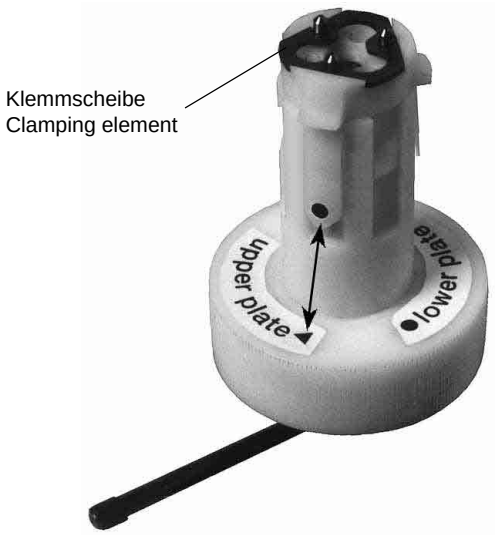

Fig. 13
- Abziehvorrichtung auf die Stellung "△ upper plate" (obere Klemmung) umstecken (Fig. 13).
- Die Klemmscheibe auf die Stifte der Abziehvorrichtung legen (Fig. 13) und den Griff um 90° in Pfeilrichtung "OPEN" drehen.
- Change the position of the extractor to "△ upper plate" (upper clamping element, Fig. 13).
- Place the clamping element onto the pins of the extractor (Fig. 13) and turn the lever by 90° in the direction of the arrow "OPEN".